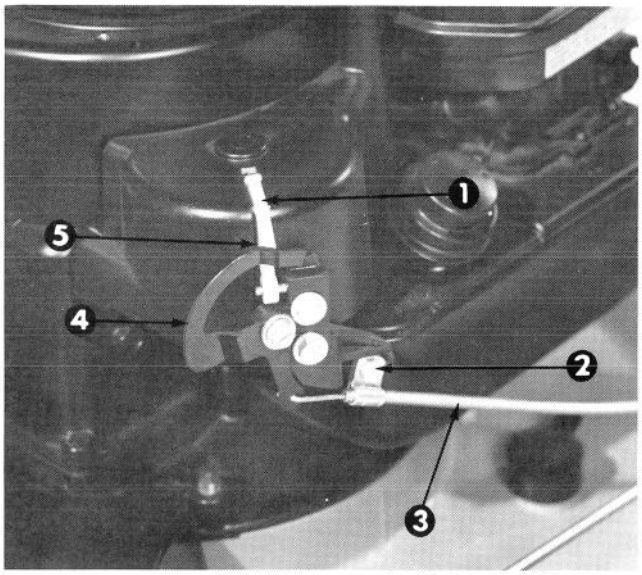

Figure 34
The recoil lockout mechanism (Fig. 34) on the left side of engine, in conjunction with the drive control, disengages the recoil starter so the engine cannot be started when drive control is in the ENGAGE position. Unless the control cable ever breaks and is replaced an adjustment should not be required.
2. Loosen cable clamp screw until control cable is free to slide (Fig. 34).
3. Pull recoil handle up slowly until interlock arm moves outward, and hold recoil in this position so arm stays out (Fig. 34).
4. Move cam lever until interlock arm contacts the "V" on inside of the cam lever (Fig. 34). Maintain cam lever and interlock arm position and release the recoil handle; then tighten cable clamp screw (Fig. 34).